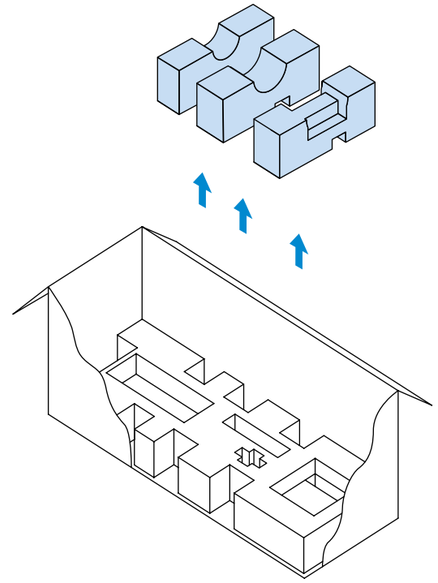

Рисунок 14.
7. Убрать из упаковки ложементы-поддержки (рисунок 14)